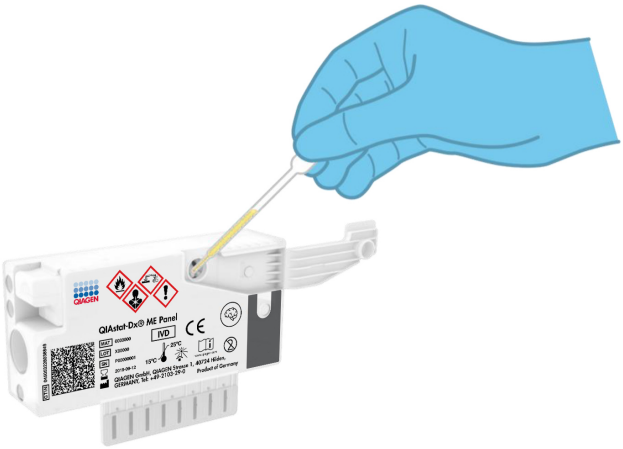

**Figura 8**. Transferencia de la muestra en el puerto principal del QIAstat-Dx ME Panel Cartridge.
7. Transfiera con cuidado 200 µl de la muestra en el puerto principal del QIAstat-Dx ME Panel Cartridge mediante la pipeta de transferencia suministrada de un solo uso (figura 8).